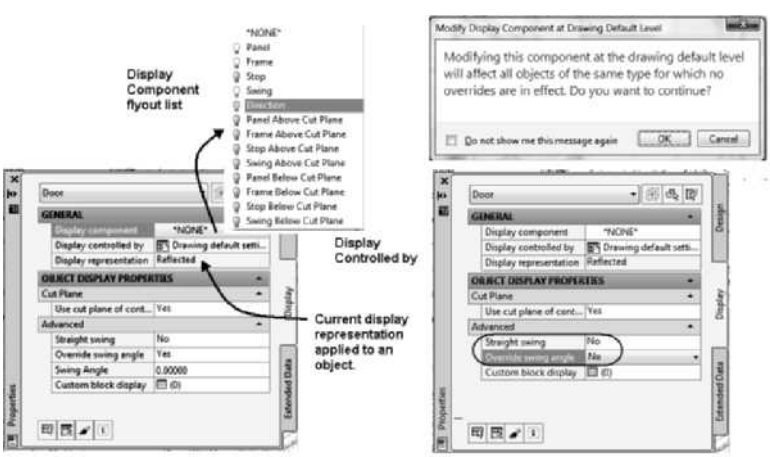

FIGURE 1.60 *Setting door display for the Reflected display representation*
22. Click on the right viewport. Verify that the display representation of the door is Reflected in the Display tab of the Properties palette. Verify that Display controlled by is set to **Drawing default setting** in the Properties palette. Choose the drop-down list for the Display Component and choose the **Direction** component. Click on the light bulb icon to display the component as shown in Figure 1.60. Since this setting deviates from the drawing default, the **Modify Display Component at Drawing Default Level** dialog box opens. Choose **OK** to accept the change.
25. Doors are not shown in the open position as defined in settings for the Reflected display representation. From the Advanced section of the Display tab shown in Figure 1.60, choose **No** for the Override swing angle. Move the cursor from the palette to view the doors in the open position.